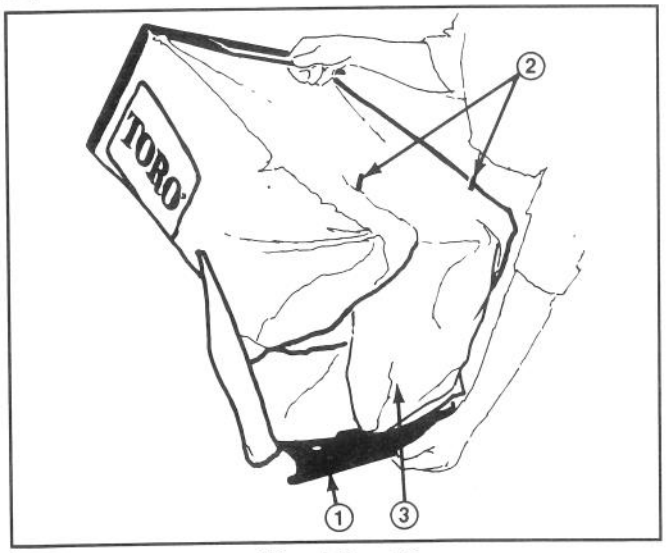

Afbeelding 13
4. LEEGMAKEN VAN DE GRASZAK—Pak de zak bij de hendel van het frame. Licht de plastic stang van de pinnen en laat de achterkant van de graszak van het frame glijden (fig. 13). Licht de klep achterop de graszak op. De voorkant van de zak langzaam opheffen en de zak leegschudden.